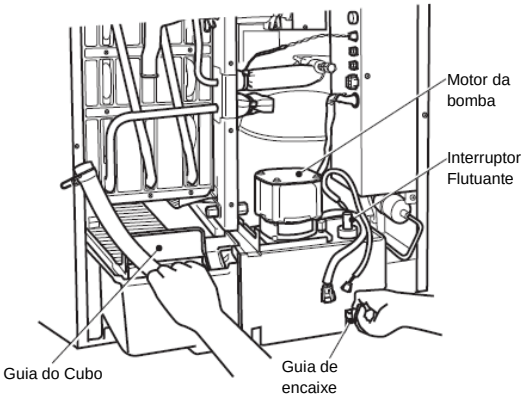

Fig. 3
5) Ao mesmo tempo que empurra para cima a guia de encaixe no lado direito do suporte do motor da bomba, puxe e retire o tanque de água, a guia do cubo, o suporte do motor da bomba, o motor da bomba e o interruptor flutuante juntos. Ver Fig. 3.